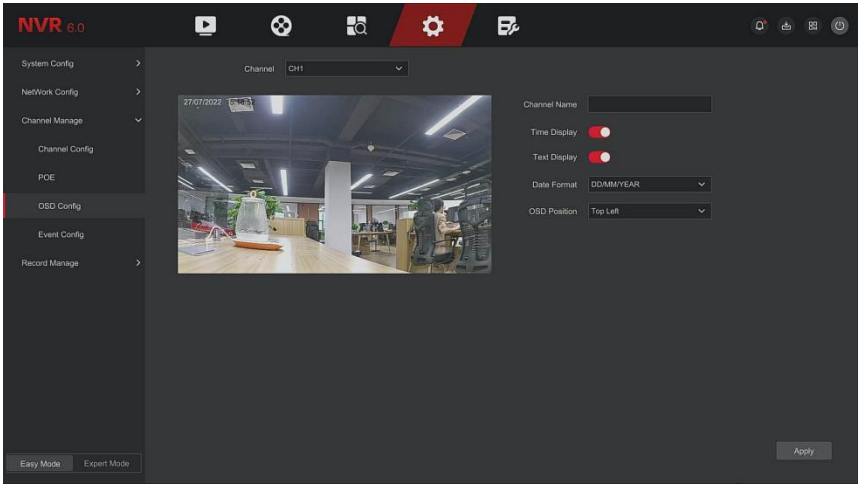

Figure 5-36
Step 1: In the main menu, click "Config → Easy Mode→ Channel Manage →OSD Config" to enter OSD config interface,as shown in Figure 5-36 below.